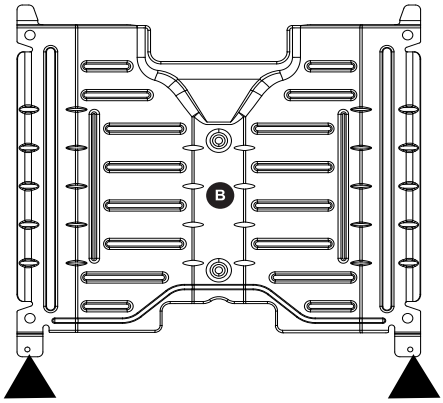

Figura 11
b. El propagador de llama (**B**) está asegurado con dos tornillos ubicados en la parte frontal del horno. Retire los tornillos. Retire el propagador de llama de la cavidad del horno (consulte la Figura 11).